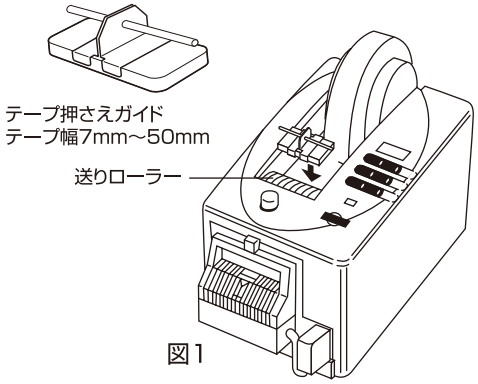

図1
1. 送りローラーと、リールの間の平らな面に貼り付けます。（図1）